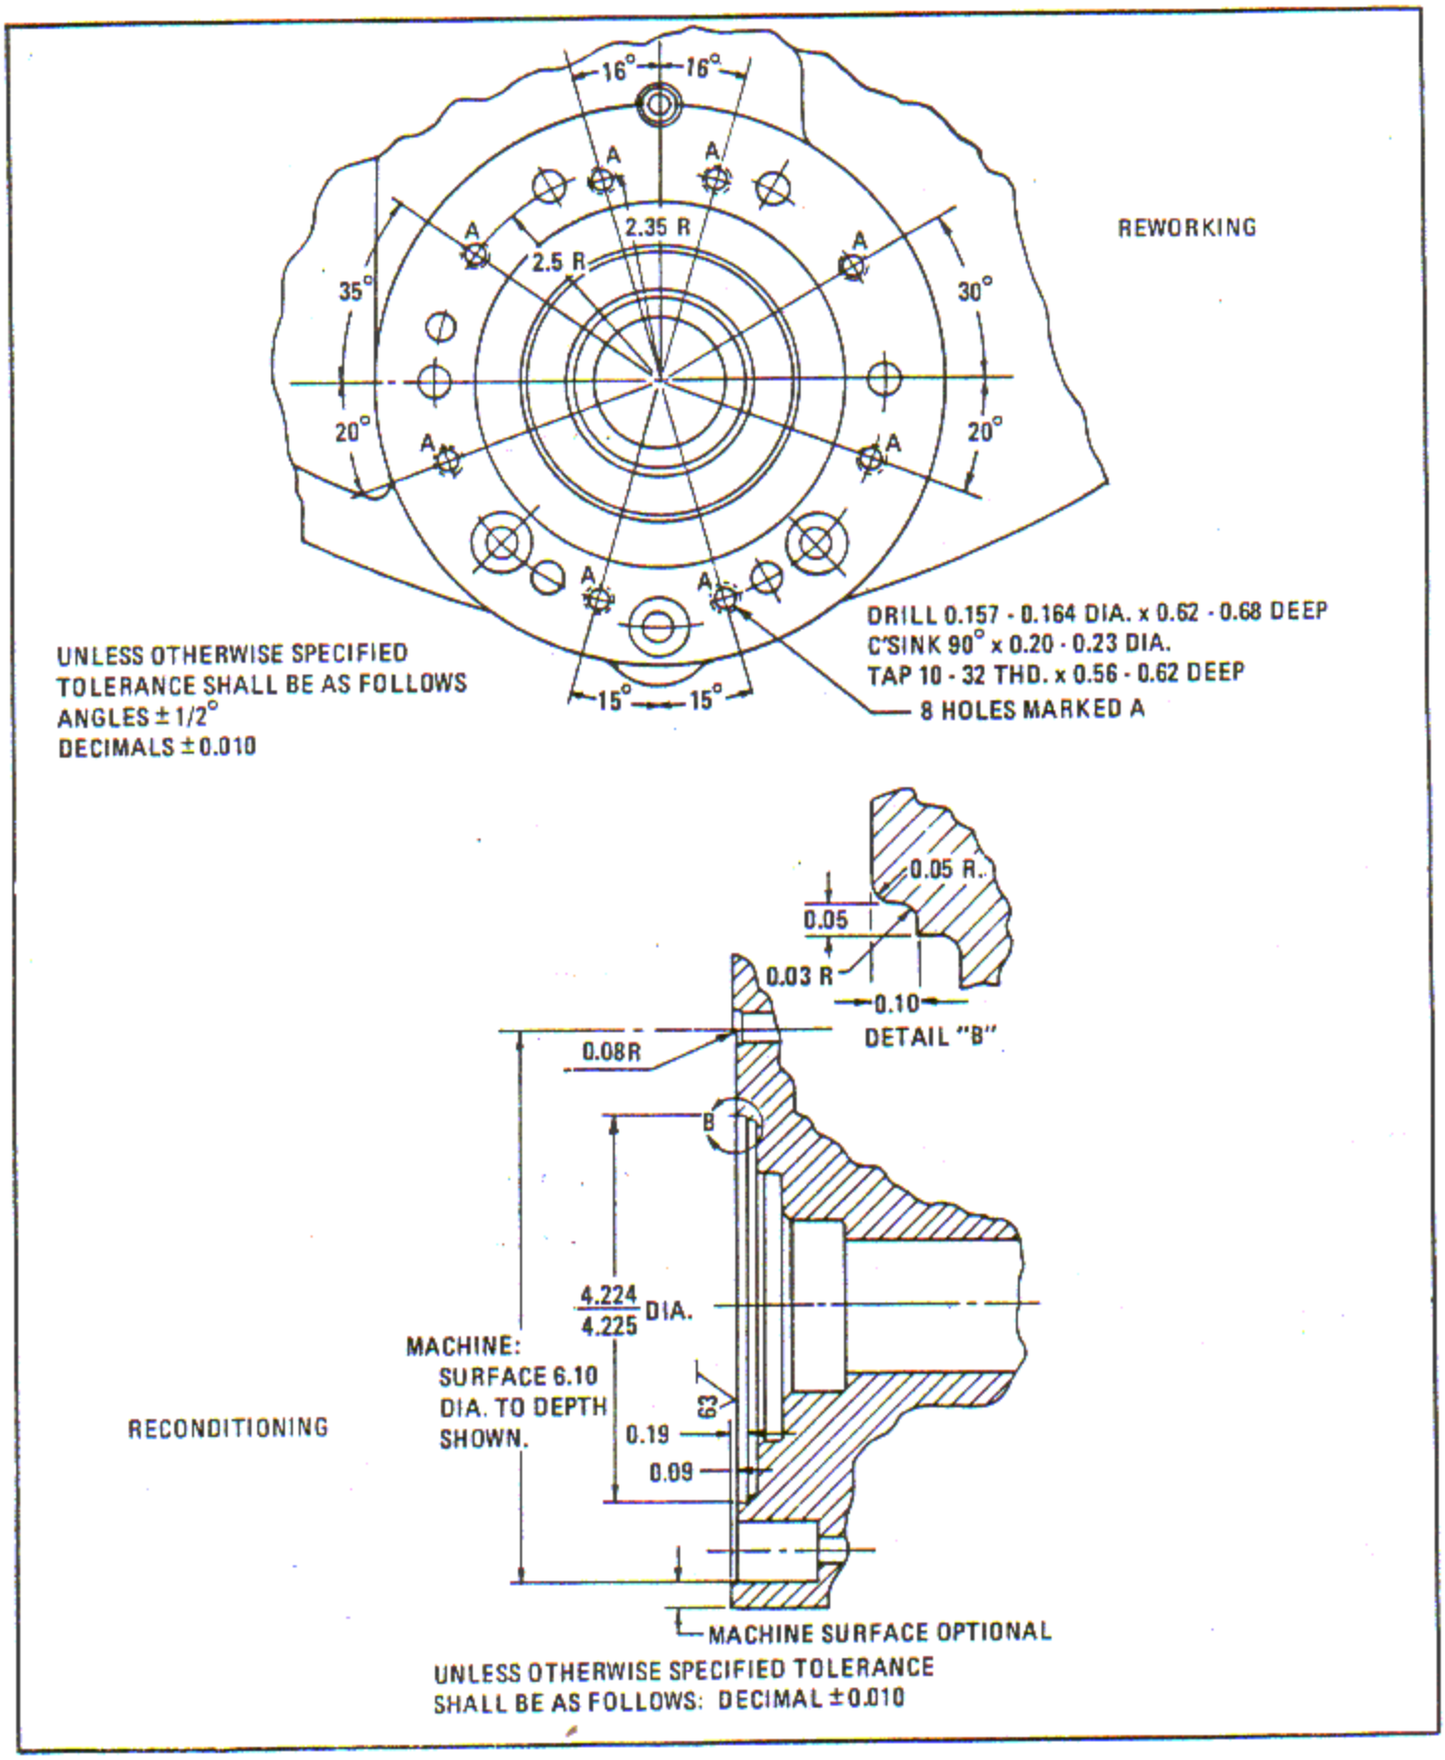

Figure 6-237. Reworking and Reconditioning Worn Generator Mounting Pads
c. Remove the six generator mounting studs from the supercharger rear cover and rework the worn mounting pad as shown in figure 6-237.